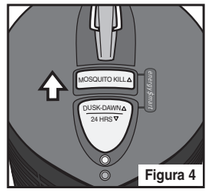

Figura 4
6. El BK500 cuenta con la opción avanzada de Modo Mata Mosquitos. Para ajustar el Modo Mosquito deslice el botón gris más pequeño hacia arriba para que se alinee con la marca ***energy$mart***™ **(Figura 4)**. Ajustar la unidad al Modo Mosquito activará el intervalo de ciclo de luz para aumentar el exterminio de mosquitos.